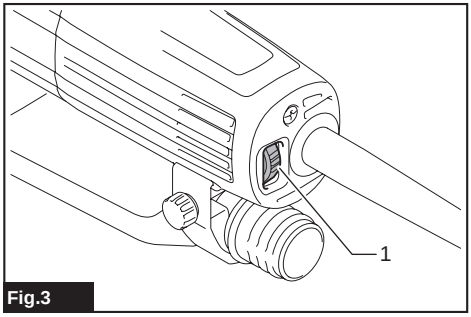

Fig.3
►**Fig.3:** 1. Speed adjusting dial